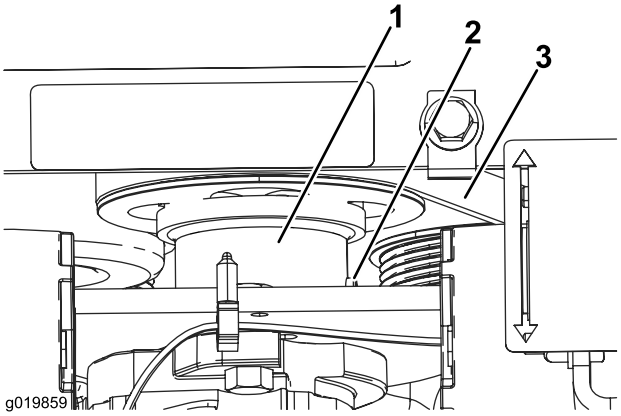

Figuur 52
5. Zet de stelschroef van de pompaandrijfkoppeling los (Figuur 52).
6. Neem de koppeling van de poelie (Figuur 52).